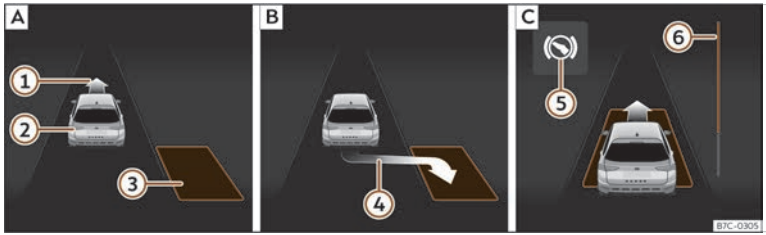
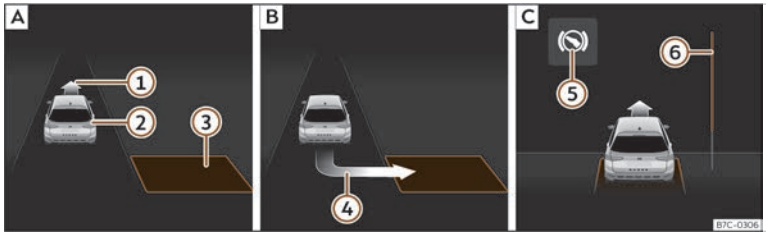

Abb. 137 Am Bildschirm des Kombi-Instruments: längs einparken. A: Parklücke suchen. B: Position zum Einparken. C: Rangieren.
Abb. 138 Am Bildschirm des Kombi-Instruments: quer einparken. A: Parklücke suchen. B: Position zum Einparken. C: Rangieren.
- Prüfen Sie anhand der Anzeige im Bildschirm des Kombi-Instruments, ob die Parklücke als „geeignet“ erkannt wurde und ob die korrekte Position zum Einparken ››› (Abb. 137) B oder ››› (Abb. 138) B erreicht wurde. Die Parklücke wird als „geeignet“ betrachtet, wenn auf dem Bildschirm des Kombi-Instruments die Anzeige zum Einparken erscheint ④.
- Fahren Sie rückwärts, bis das Dauertonsignal des ParkPilot ertönt; **ODER:** fahren Sie zurück, bis auf dem Bildschirm des Kombi-Instruments die Anzeige für Vorwärtsfahren ››› **(Abb. 137)** C oder ››› **(Abb. 138)** C erscheint; **ODER:** fahren Sie zurück, bis am Bildschirm des Kombi-Instruments die Meldung **Park Assist beendet** erscheint. Die Fortschrittsanzeige ⑥ zeigt den zurückzulegenden Abstand an.
- Fahren Sie vorwärts, bis das Dauertonsignal des ParkPilot ertönt; **ODER:** fahren Sie vorwärts, bis am Bildschirm des Kombi-Instruments die Anzeige zur Rückwärtsfahrt erscheint. Der Parklenkassistent lenkt das Fahrzeug so lange beim Vorwärts- und Rückwärtsfahren, bis das Fahrzeug gerade in der Parklücke steht ››› **(Abb. 137)** C bzw. ››› **(Abb. 138)** C.
Die Fortschrittsanzeigen ››› **(Abb. 137)** ⑥ und ››› **(Abb. 138)** ⑥ am Bildschirm des Kombi-Instruments zeigt symbolisch die noch zu fahrende relative Fahrstrecke an. Je länger die Distanz ist, desto größer ist der Füllstand des Fortschrittsbalkens. Bei Vorwärtsfahrt nimmt die Füllung des Fortschrittsbalkens nach oben ab und bei Rückwärtsfahrt nimmt die Füllung des Fortschrittsbalkens nach unten ab.